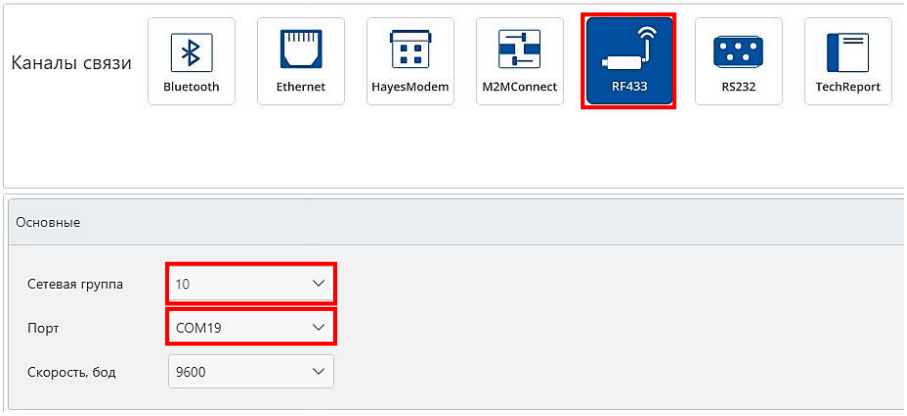

Рисунок 4.3. Пример ввода основных параметров для канала связи RF433.
4.1.5 В разделе ***Основные*** для параметра «Сетевая группа» выбрать из раскрывающегося списка значение по умолчанию «10» либо режим «Авто», рисунок 4.3.
Введите это имя в строку ***Имя устройства***, как показано на рис. 4.3.